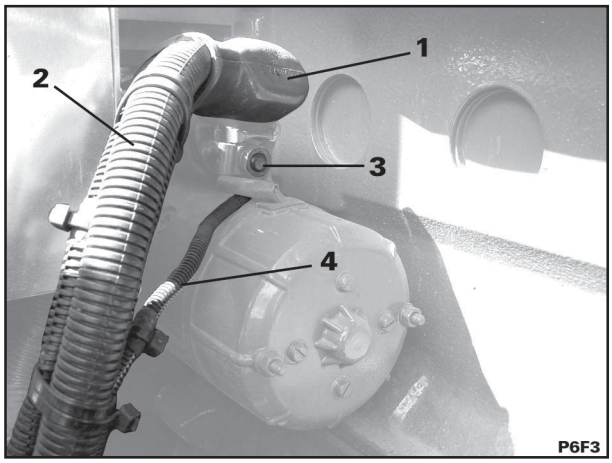

Fig. 6
2. Instale o fio do solenóide (4 – fig. 6), instale a arruela e aperte a porca (3 – fig. 6).
3. Instale os cabos positivos (2 – fig. 6), instale a arruela e aperte a porca (1 – fig. 6).